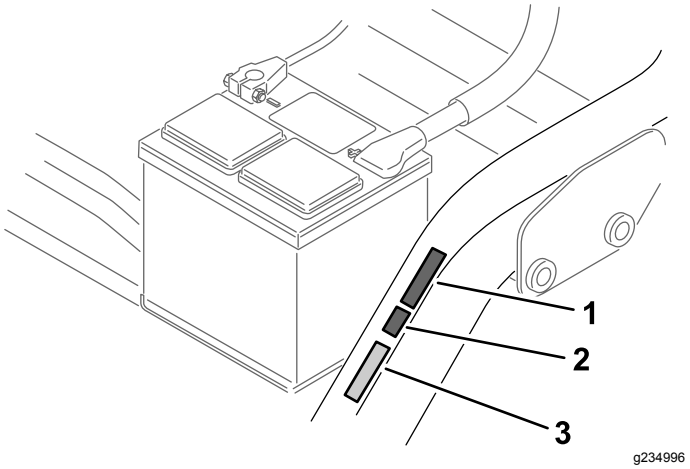

Figur 17
- Placera CE-märkningsdekalen bredvid serienummerplåten (Figur 17).
- Placera CE-dekalen med uppgift om tillverkningsår bredvid CE-märkningsdekalen (Figur 17).